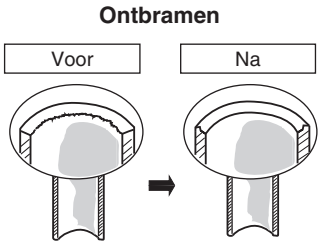

Afb. 5-1
(1) Kort de koperen buis op de juiste lengte met een buissnijder. Het verdient aanbeveling om de buis ongeveer 30 – 50 cm langer af te snijden dan uw schatting.
(2) Verwijder bramen aan beide uiteinden van de koperen leiding met een pijpfrees of vijl. Deze stap is belangrijk en moet goed en zorgvuldig worden uitgevoerd om een goede verbinding te verzekeren. Zorg ervoor dat er geen verontreinigingen (vocht, vuil, metaalslijpsel enz.) in de leidingen terecht kan komen. (Afb. 5-1 en 5-2)